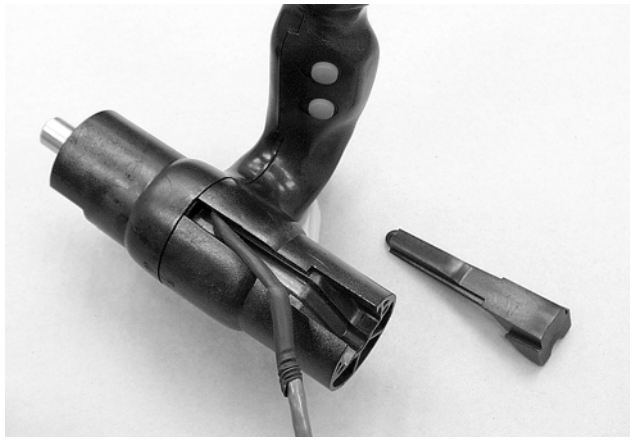

Figure 7-37: Control Handle Cable Retainer (EZ/ES/ET/EF)
4. Remove four (4) Allen head screws securing the handle shell halves together.
5. Separate handle shell halves slightly. Slide the cable retainer out of the slot. It may be necessary to insert a thin-bladed screwdriver at the end of the retainer and tap to loosen the retainer. See Figure 7-37.